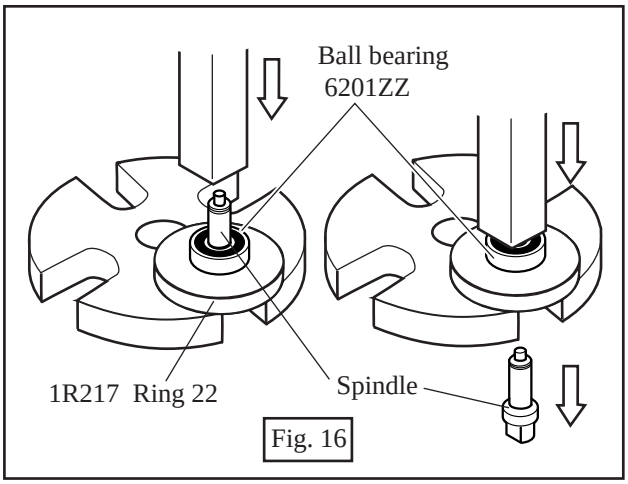

Fig. 16
(9) Put the spindle with ball bearing 6201ZZ on the 1R217 " Ring 22 ", and remove spindle by pressing with arbor press, from the ball bearing 606 side. See Fig. 16.